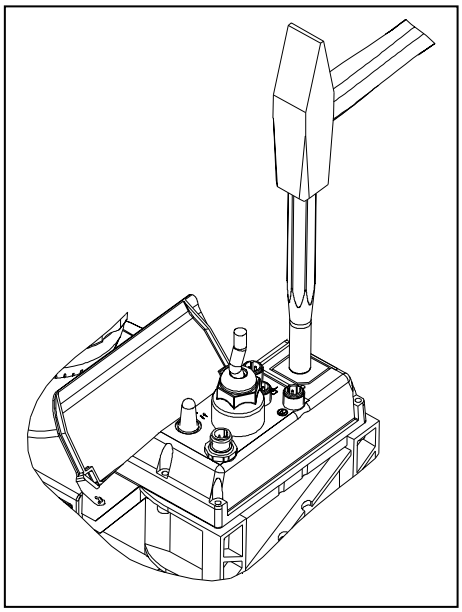

рис. 15 – подготовка отверстия для реле
- Установите пробойник диаметром 8 – 15 мм на отверстие в выламываемой пластинке-заглушке и осторожно проломите пластинку молотком (рис. 15). В случае необходимости зачистите обломанные кромки от острых заусенцев.